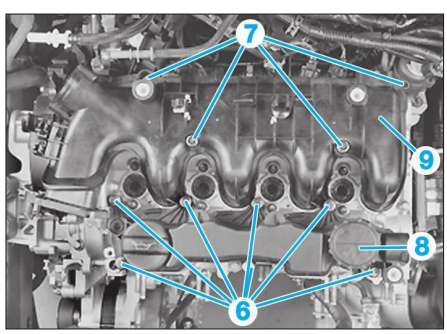

**Fig. 70**
- les 7 vis (6) **(Fig.70)** du séparateur d'huile,